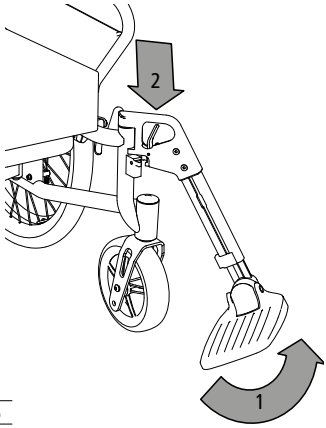

fig. 25
1. Pour retirer le repose-pied, retirez d'abord la bande de retenue pour les mollets (voir le chapitre 3.6) puis la palette monobloc. Vous pouvez ensuite rabattre les palettes repose-pieds vers le haut (1, fig. 25).
2. Appuyez ensuite sur le levier de déblocage (2, fig. 25) et pivoter le repose-pied vers l'extérieur.